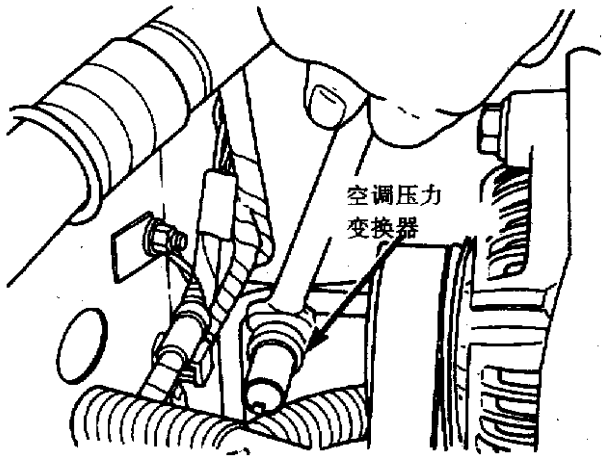

图 11－43　拆卸空调压力变换器
①断开空调压力变换器上的电线接头。
②用开口扳手从液体输送线上拆下变换器(图 11－43)。
①更换变换器 O 形环。
①回收空调装置制冷剂。
②拆下发电机上支架。
③拆下车头上的接地线。
④拆下膨胀阀板和螺栓(见图 11－30)。
⑤从膨胀阀上拆下液体输送管。
⑥拆下压力变换器上的电线接头。
⑦拆下右车架上的液体输送管安装支架。
⑧通过散热器横梁和格栅之间的检查槽，松开过滤器—干燥器上的液体输送管安装板。有时，可能需要从中折弯液体输送管才能将其拆下来。替换输送管应该是由两件组成的总成。
①按上述相反顺序进行操作。更换所有的 O 形环，在原输送管部件位置另外装上两部分新件。装上汽车后再将两部分合一。
②抽干空调装置，并注入制冷剂。